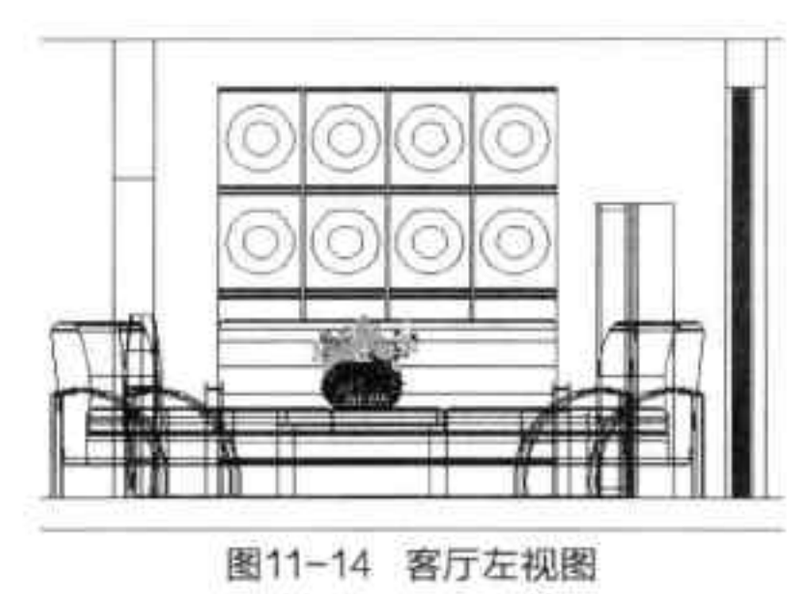

图11-14 客厅左视图
- 左视：该视点是从左往右查看模型，常以二维形式显示，如图11-14所示。